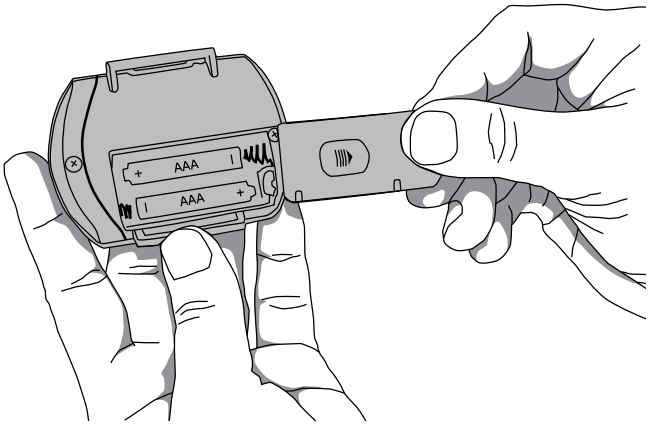

Figura 4: Rimozione dello sportello
1. Aprire il vano batterie facendo scorrere lo sportello sul retro del dispositivo (figura 4).